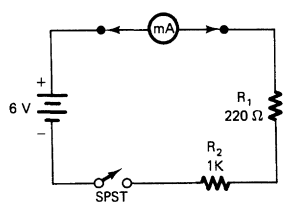
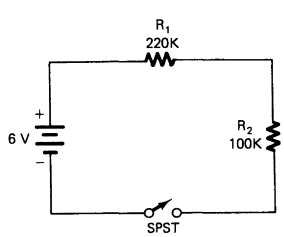

FIGURE 2-3G Adding a resistor to circuit.
FIGURE 2-3H Low-current circuit.
12. Open the SPST switch and add the additional resistor illustrated in Fig. 2-3G.
14. Disconnect the circuit of Fig. 2-3G and connect the circuit of Fig. 2-3H.
16. Disconnect the circuit illustrated in Fig. 2-3H.